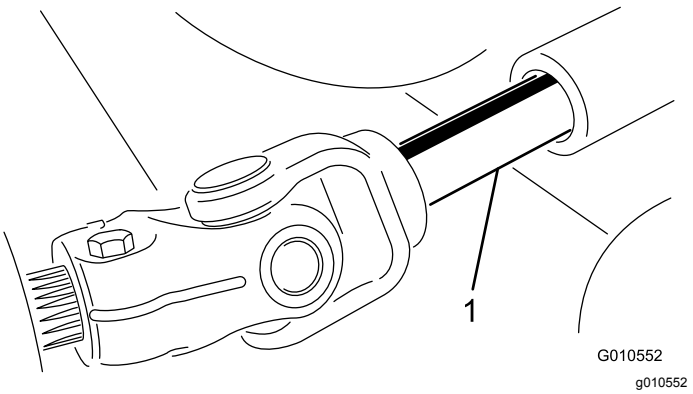

Figuur 20
4. Rol het maaidek bij de tractie-eenheid vandaan en ontkoppel het mannelijke en vrouwelijke gedeelte van de aftakas (Figuur 20).